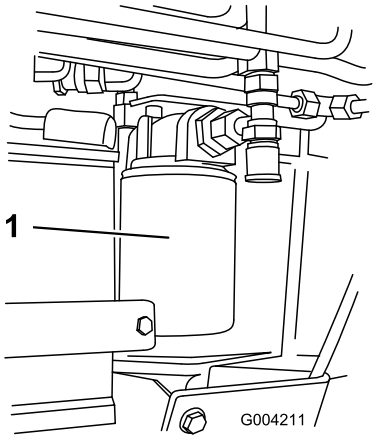

Figuur 53
4. Plaats een opvangbak onder het filter (Figuur 53).
5. Verwijder het oude filter (Figuur 53) en veeg het oppervlak van de pakking van het filtertussenstuk schoon.
7. Monteer het nieuwe hydraulische filter op het filtertussenstuk (Figuur 53). Draai het filter rechtsom totdat de rubberen pakking contact maakt met het filtertussenstuk. Draai het filter vervolgens nog eens 3/4 slag.